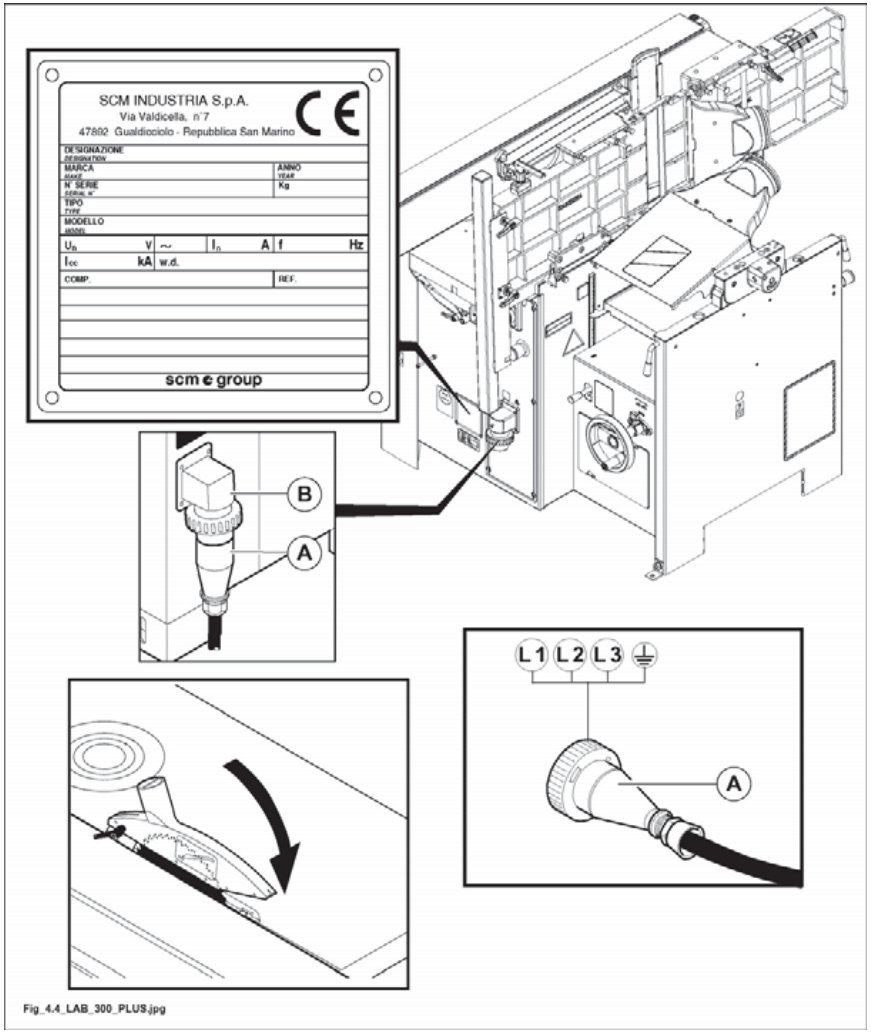

Abb. 4.4
idie richtige Spannung ist auf dem Schild Abb. 4.4 angegeben; Toleranzbereich von +/- 5%.
- ein Anschlußkabel soll in der Nähe Klem-mbretts (A Abb. 4.4) vorhanden sein;
- stecker (B Abb. 4.4) an Steckdose (A Abb. 4.4) anschließen.